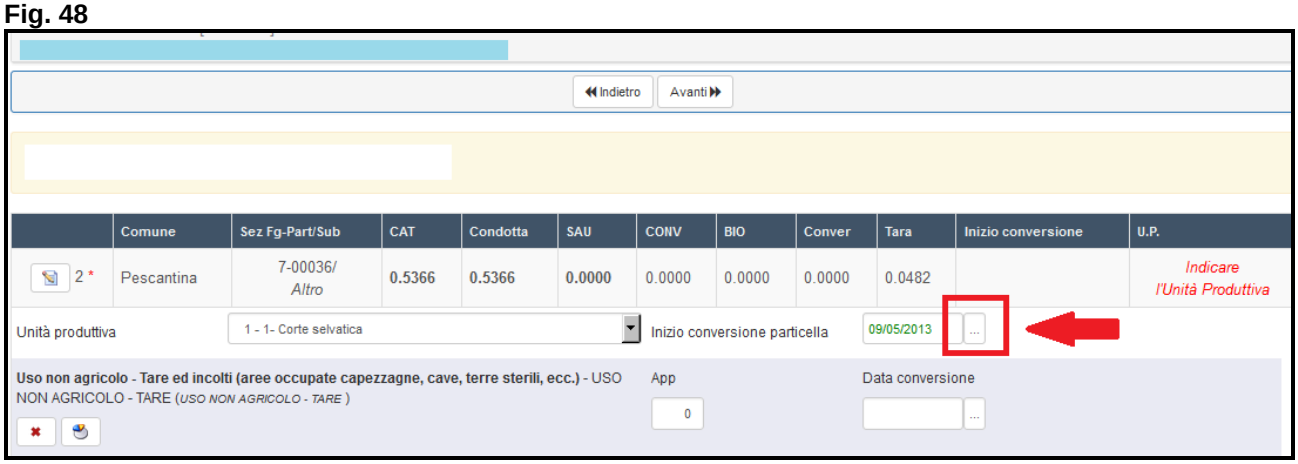

Fig. 49
- Inizio conversione dell'Unità produttiva: indicare la data inizio conversione. La data può essere digitata direttamente dall'utente o selezionata tramite la funzione "calendario" che compare premendo il tasto ... evidenziato nel riquadro rosso di fig. 49.